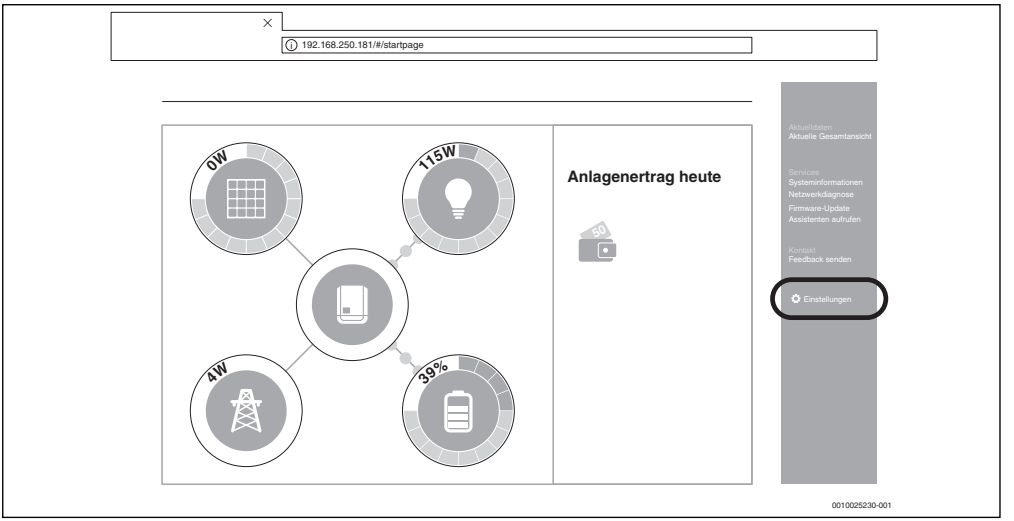

Bild 12 Datamanager
▶ Überprüfen, ob die Übersicht des Fronius Datamanagers der Anzeige in Bild 12 auf Seite 10 entspricht.
Die Komponenten sind richtig verbunden, wenn die Übersicht des Fronius Datamanagers der Anzeige in Bild 12 entspricht. Die Anzeige der Batterie (unten rechts) ist optional und kann je nach System entfallen.
8. Im Reiter rechts auf **Einstellungen** klicken (→ Bild 12).